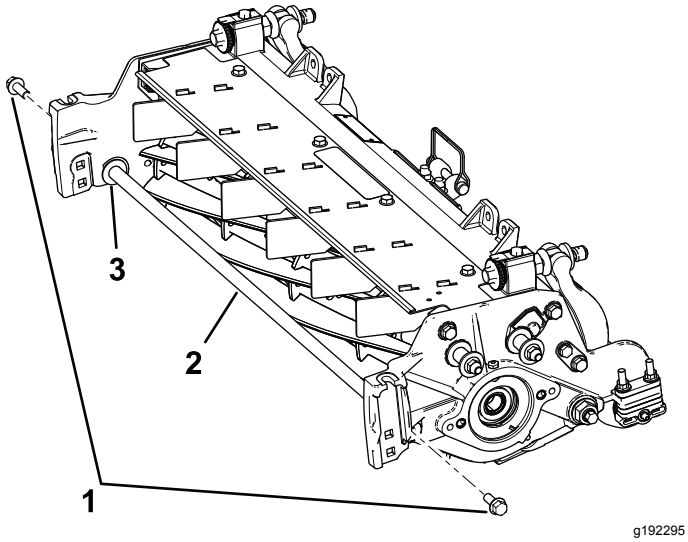

Figuur 5
9. Verwijder de 2 flenskopbouten en ringen waarmee de steunstang gemonteerd is en verwijder de steunstang (Figuur 5).